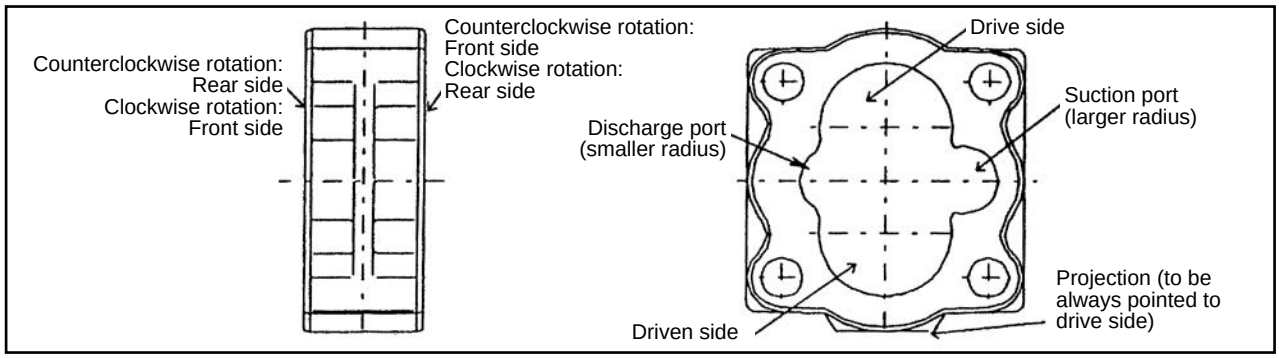

Fig. 7.34
④ Install the pump body on the front cover, referring to Figure 7.34.